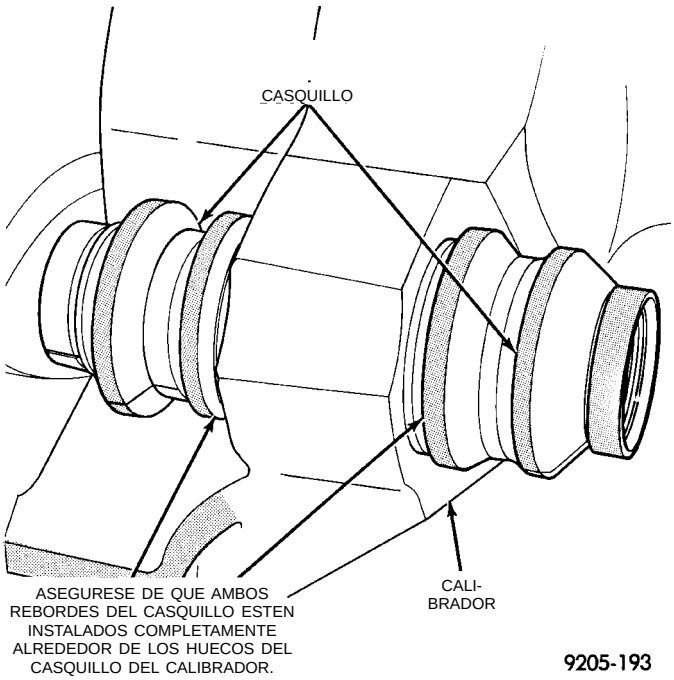

Fig. 172 Casquillo instalado correctamente en el calibrador
(3) Desdoble el casquillo con los dedos o una varilla de madera hasta que el casquillo esté totalmente instalado en la cubierta del calibrador. Los rebordes deben estar instalados en forma pareja a ambos lados del orificio del casquillo (Fig. 172).